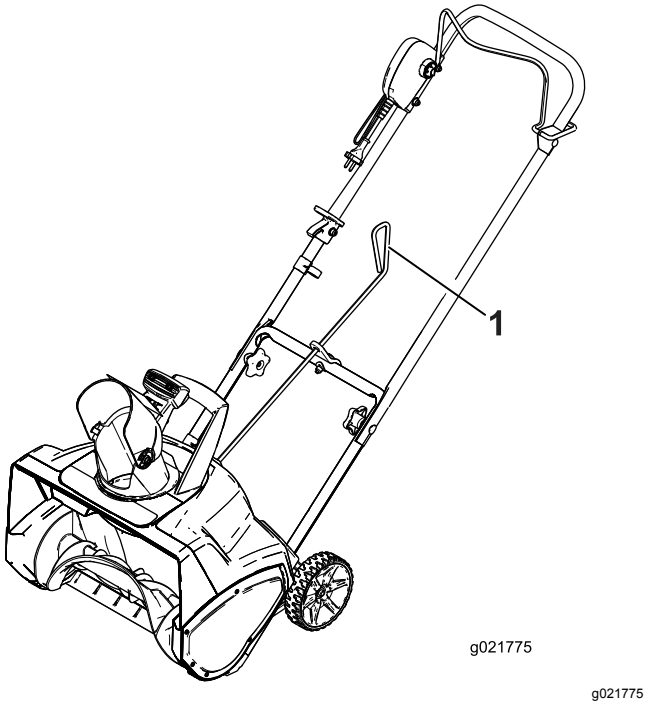
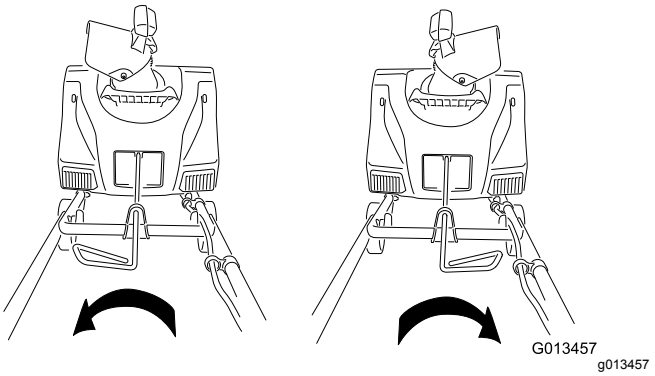

Figur 6
Figur 7
4. Kontroller at håndtaket på sjaktkontrollstaget vender oppover (Figur 6), og før staget inn i det nøkkelhullformede hullet bak i huset.
6. Flytt på håndtaket på sjaktkontrollstaget for være sikker på at det beveger seg i samme retning som sjakten (Figur 7).
For å justere utløpssjakten flytter du håndtaket på sjaktkontrollstaget i den retningen som du ønsker å lede utslippsstrømmen (Figur 6 og Figur 7).